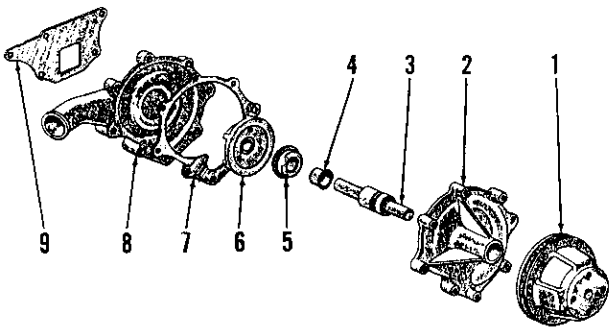
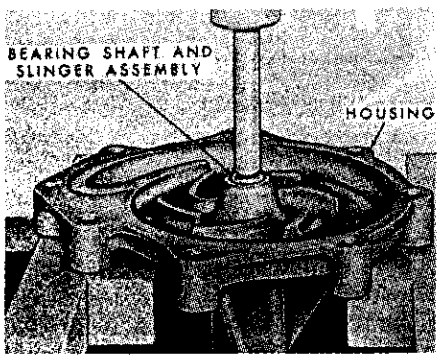

Fig. 155–Exploded view of water pump assembly used on all engines. Seal (5) seats against hub of impeller (6).
Fig. 156–View showing shaft and bearing assembly being pressed from impeller and housing.
170. Water pump can be removed after removing radiator as outlined in paragraph 169. Refer to exploded view of water pump in Fig. 155 and disassemble pump as follows:
Remove fan from pulley and using standard two-bolt puller, remove pulley from shaft. Remove rear cover (8) and press shaft and bearing assembly (3) out towards front of housing as shown in Fig. 156. Drive the seal (5—Fig. 155) out towards rear of housing.